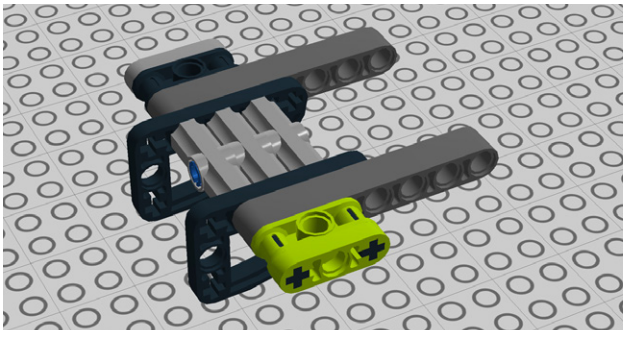

Figure 1-37. *Step 33: Adding cross block and liftarm*
33. Add a cross block and 3M liftarm to the cross axles (Figure 1-37).